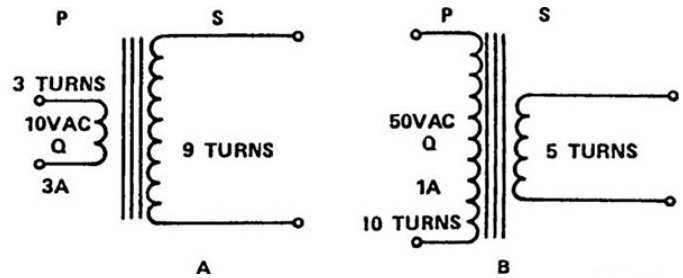

Figure 1–20. Step-up and step-down transformers.
The transformer illustrated in figure 1–20(B) has fewer turns in its secondary than in its primary. A transformer constructed in this fashion is known as a step-down transformer. The total voltage developed across the secondary will be less than the voltage applied across the primary. Figure 1–20(A) is known as a step-up transformer since there is an increase in voltage from the primary to the secondary.